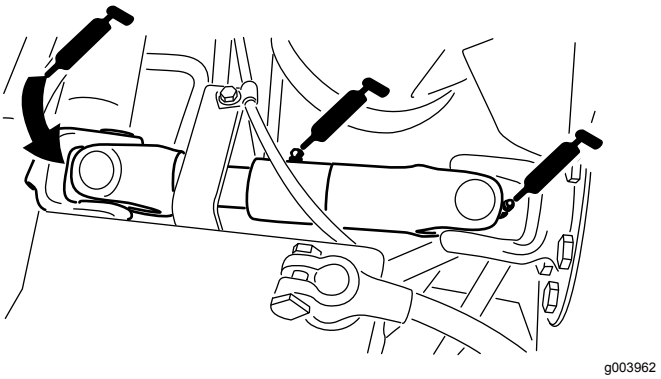

Figur 38
- Pumpdrivaxelns U-led (3) (Figur 38)